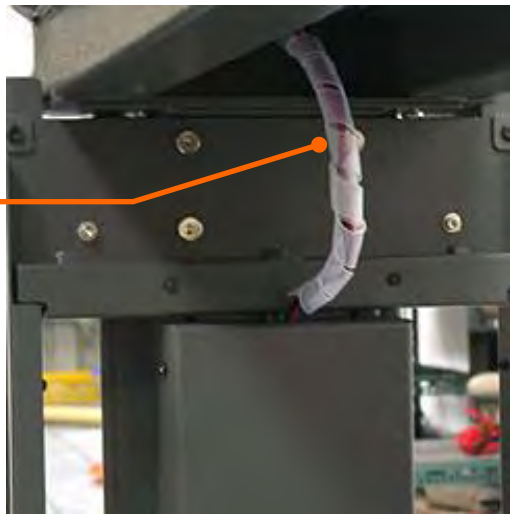

Figure 2.2-11
Step 8 Wind the Corrugated Pipe around the wire for protection from electric shock (see Figure 2.2-11).